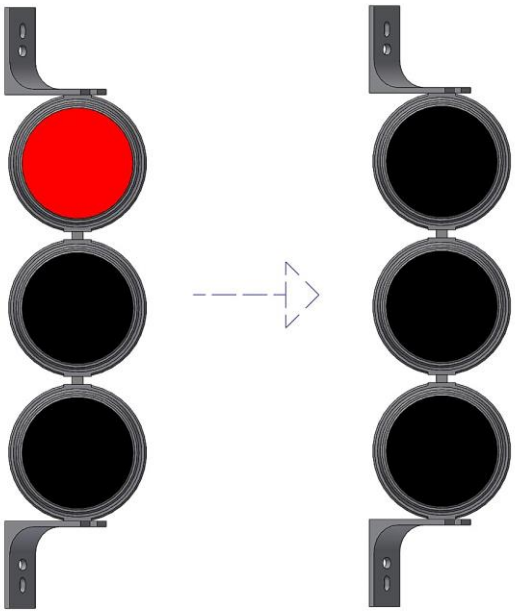

Rysunek 8-7
b. Wszystkie lampy w sygnalizatorze zgasną – patrz **Rysunek 8-7 poniżej**.